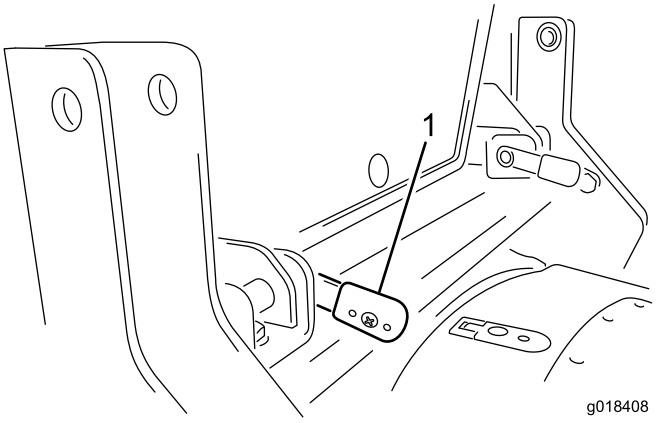

Bild 15
4. Wenn die Hebel ganz eingesetzt sind, drehen Sie sich nach hinten, um sie zu arretieren (Bild 15).